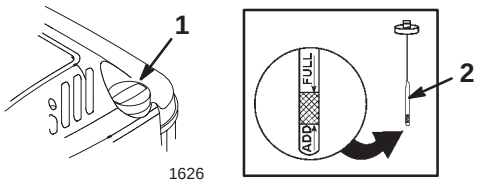

Bild 7
Stellen Sie vor jedem Einsatz sicher, dass der Ölstand zwischen den Marken Add [Nachfüllen] und Full [Voll] am Peilstab steht (Bild 7).
2. Reinigen Sie den Bereich um den Peilstab (Bild 7).
6. Lesen Sie den Ölstand am Peilstab ab (Bild 7).